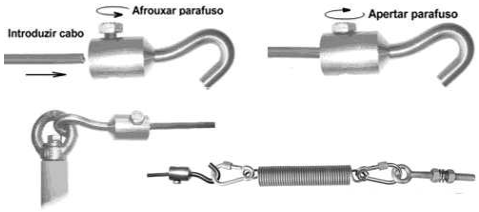

Fig. 3 – Ganchos e Mola tracionadora
4.3 Para fixar as extremidades do cabo nos ganchos e nos esticadores, basta afrouxar o parafuso, introduzir o cabo pelo furo e apertar firmemente o parafuso (fig. 3).